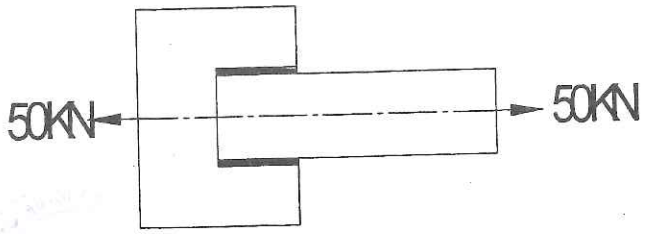

Fig. 7b
b. A plate of 80mm wide & 10mm thick is to be welded to another plate by means of parallel fillet welds as shown in fig 7b. The plates are subjected to a load of 50kN. Find the length of weld, so that the maximum stress does not exceed 50MPa. Considering the joint under static loading only. **07**